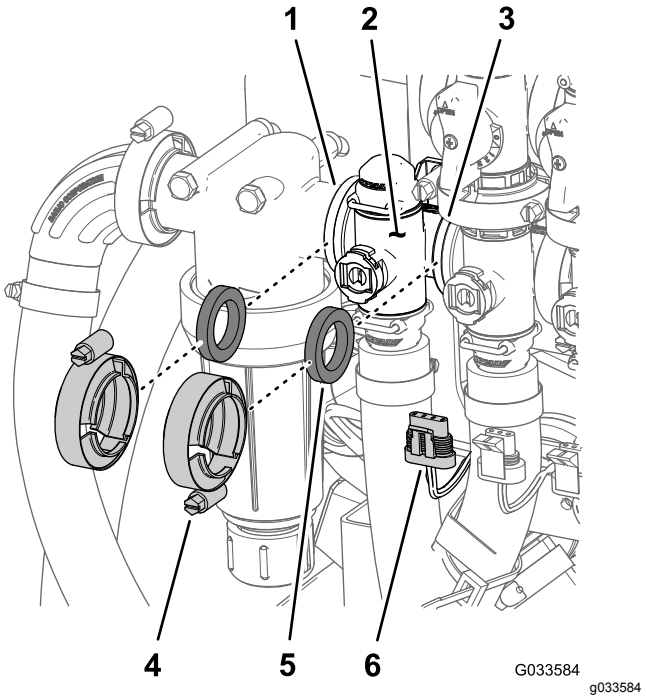

Figuur 110
1. Verwijder de 2 flensklemmen en 2 pakkingen waarmee de verdeler voor de regelklep voor de gebruiksdosis is bevestigd (Figuur 110) aan het drukfilter en de mengklep.